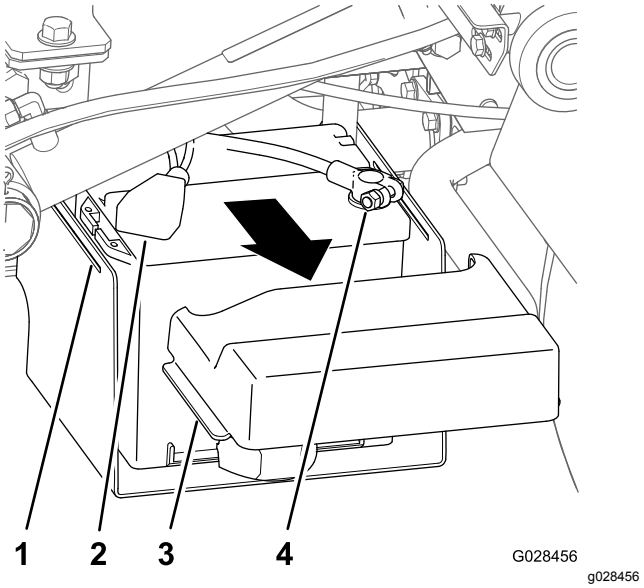

Figur 22
1. Klem på siderne af batteridækslet for at løsne tapperne fra åbningerne i batteribundpladen, og fjern batteridækslet fra batteribundpladen (Figur 22).
2. Skub dækslet tilbage, og fjern minusbatteripolen fra batteriet (Figur 22).
3. Fjern plusbatteripolen fra batteriet (Figur 22).